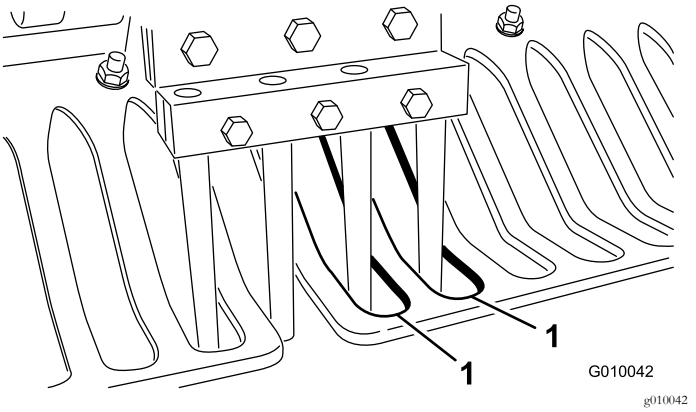

**Figur 26**
7. Kontroller at pipene står rett i forhold til midten på verneplatenes mellomrom (Figur 26). Juster verneplatene som nødvendig og stram til mutterne.